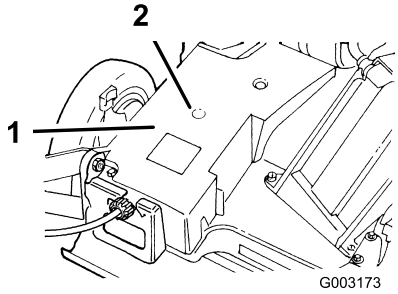

Rysunek 25
2. Ustaw smarownicę na smarowniczce przez otwór pokrywy pasa (Rysunek 25).